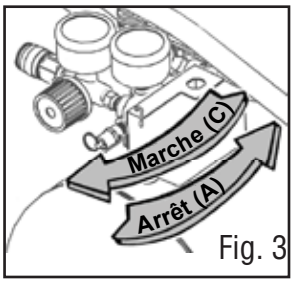

Fig. 3
1. Mettez le pressostat en position OFF (arrêt) (A). (Fig. 3)